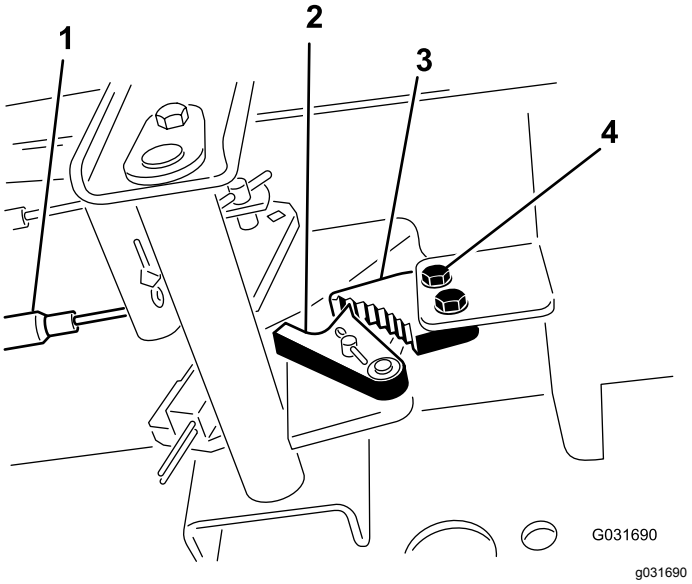

Figur 53
1. Løsn de 2 skruer, der fastgør parkeringsbremsepalen på stellet (Figur 53).
2. Tryk parkeringsbremsepedalen frem, indtil parkeringsbremselåsen kobler helt ind på bremsepalen (Figur 53).